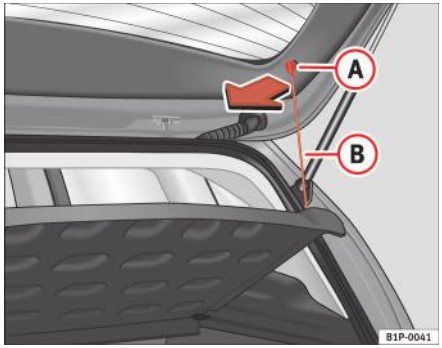

Fig. 106 Capacul compartimentului de depozitare
– Scoateți bridele ⇒ fig. 106 (B) din cârligele de fixare (A)